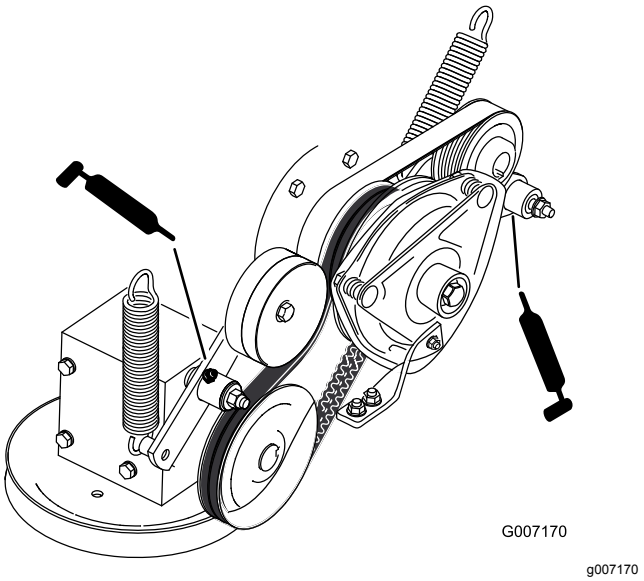

Figuur 56
8. Smeer de arm van de riemspanpoelie van de aftakas (Figuur 56).
9. Smeer de arm van de riemspanpoelie van de pomp (Figuur 56).